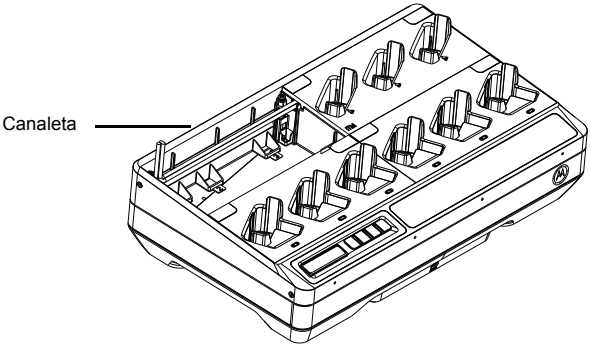

Figura 14: A canaleta para os cabos.
5. O(s) cabo(s) pode(m) ser alimentado(s) a partir do compartimento direito até o compartimento esquerdo através de uma canaleta ou vice-versa (Consulte a Figura 14).